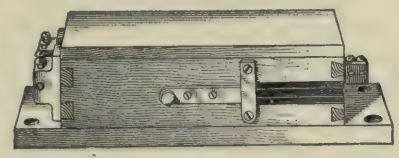
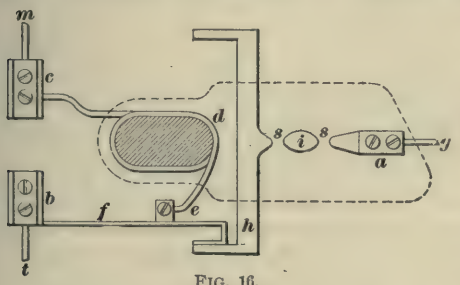
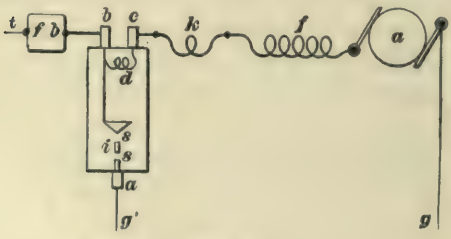

FIG. 15.
FIG. 16.
FIG. 19.
**13. Earlier Type of General-Electric Arrester.**— Fig. 15 shows an earlier type of the General-Electric Company's arrester, of which there are a great many in use. Fig. 16 shows the internal connections. In Fig. 16, *a*, *b*, and *c* are brass connecting posts; the trunk trolley wire goes into *b*, the splice to the controller trolley wire into *c*, and the ground wire into *a*; *f* is a strip of copper that connects terminal *b*
**18. Connections for Early Type of General-Electric Arrester.**—The earlier type of General-Electric Company's arrester shown diagrammatically in Fig. 16 is connected up as shown in Fig. 19; in this figure, the letters stand for the same parts as in Fig. 16. This arrester differs from the preceding ones in that the main motor current passes through it all the time. The action of the arrester has been considered in connection with Fig. 16, but it might be added that, since the putting out of the arc depends on enough of
effect on the action of the car, and they might be confused for months without its being found out unless the car should be struck by lightning, and thereby give rise to an investigation; but the effect of putting the trolley wire into *a* and the motor wire into *b* is to seriously impair the working ability of the arrester. When properly connected, as shown in Figs. 19 and 20, the blow-out coil *d* acts also as a kicking coil and diverts the lightning from the motor circuit; the discharge has a straight, short, non-inductive path from *b* to *g* across the air gaps *s*, *s*. The effect of having *b* and *c* exchange places is to put the blow coil directly in the path through which the lightning discharge must pass to save the motors; in other words, such a connection places an inductive resistance in series with the air gaps, when it should be in series with the motors as shown in Fig. 19. In two cases on record where the trolley wire and motor wire were interchanged, the discharge, rather than pass into coil *d*, jumped over from *c* to *b* and then proceeded on its way across the air gap to the ground.